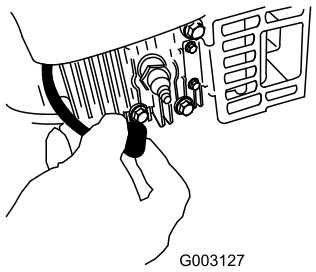

Figur 33
2. Kobl tændrørskablet fra tændrøret (Figur 33), før du udfører nogen form for vedligeholdelsesarbejde.